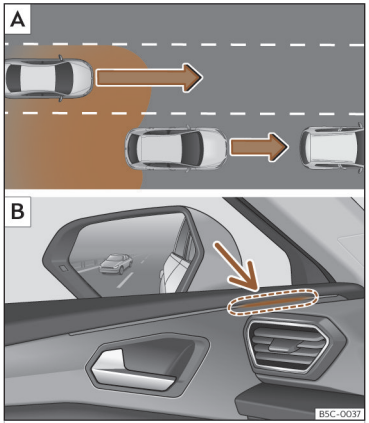

Abb. 144 Schematische Darstellung: A Überholen mit Verkehr im hinteren Bereich. B Anzeige des Spurwechselassistenten links.
In folgenden Situationen wird die Anzeige in der Kontrollleuchte ››› **(Abb. 144)** B (Pfeil) oder ››› **(Abb. 145)** B (Pfeil) dargestellt:
- Bei einer Überholung durch ein anderes Fahrzeug ››› **(Abb. 144)** A.